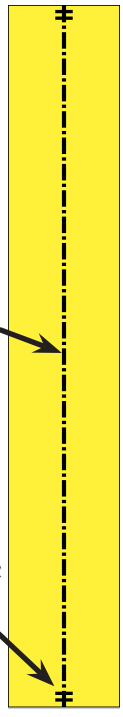

Fig. 17
Step 6. Click the centerline to select it, **Fig. 17**.
Step 7. Click **Dynamic Mirror** on the Sketch toolbar or Tools Menu > Sketch Tools > Dynamic Mirror, **Fig. 17**. Symmetry symbols appear at both ends of the centerline. Geometry drawn on one side of mirror centerline will mirror onto the other side.